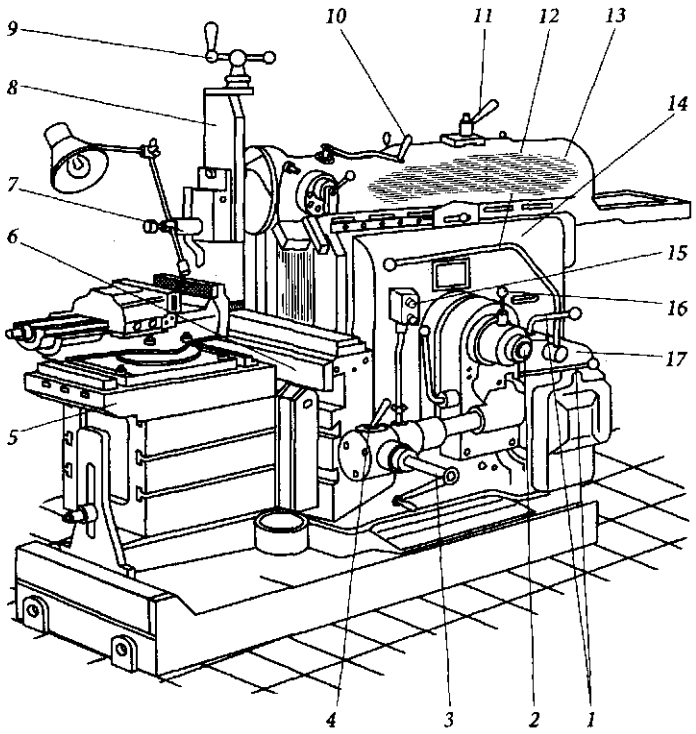

Рис. 4.9. Поперечно-строгальный станок:
Поперечно-строгальный станок (рис. 4.9) предназначен для обработки заготовок небольшого размера. Основным узлом станка является станина, по верхним горизонтальным направляющим которой пере-
3. Установите ползун в исходное положение (см. рис. 4.9):